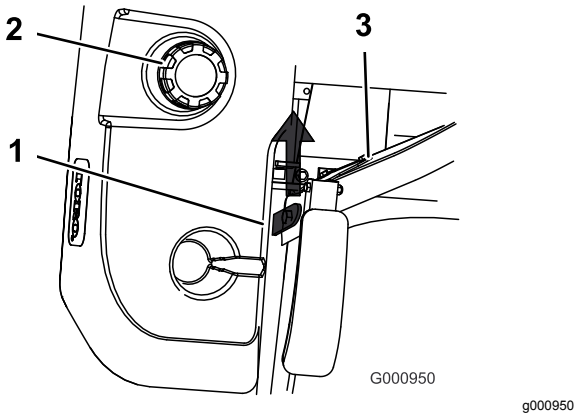

Bild 14
3. Klappen Sie den Sitz hoch (Bild 14).